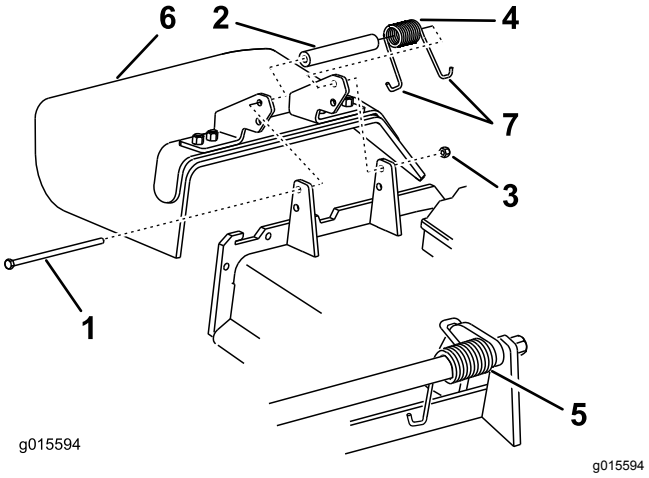

Figur 122
1. Ta bort låsmuttern, skruven, fjädern och distansbrickan som håller fast gräsriktaren på tappfästena (Figur 122).
2. Demontera den skadade eller slitna gräsriktaren (Figur 122).
Obs: Kontrollera att den ena av fjäderns J-formade ändar sitter bakom däckkanten innan du monterar skruven enligt Figur 122.
6. Placera fjäderns andra J-formade ände runt gräsriktaren (Figur 122).